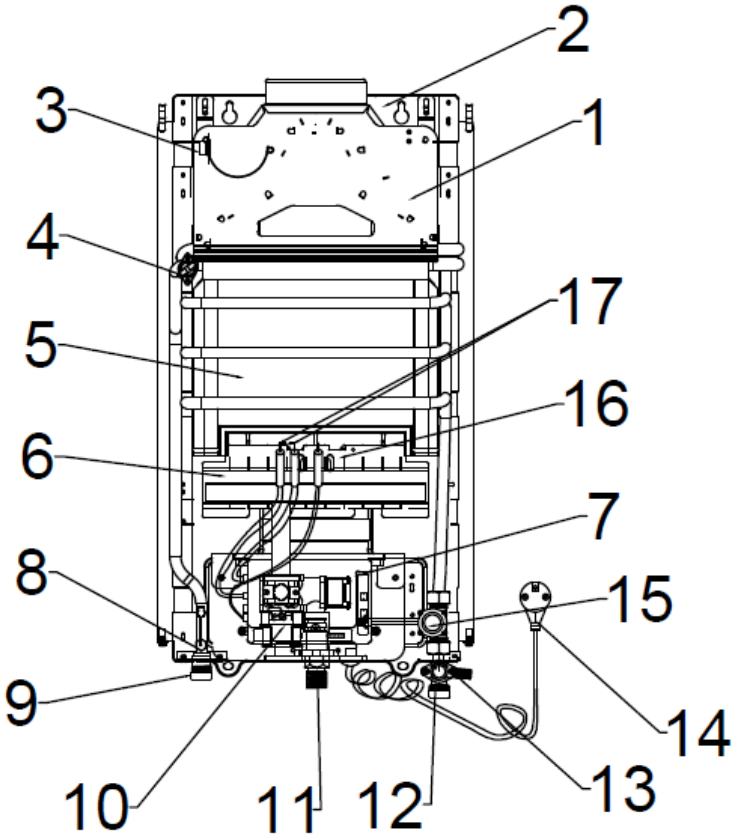

Рисунок 1
ГПВН настенного типа имеет прямоугольную форму, образуемую съёмной облицовкой, установленной на каркасе (**Рис. 1, 2**).
Составные части изделия, поясняющие принцип устройства ГПВН и требующие технического обслуживания во время эксплуатации, показаны на **Рис. 1**.
Основные узлы ГПВН, (Рис.1):
- открыть запорный вентиль горячей воды. Открыть кран горячей воды. Во время протока воды должен произойти искровой разряд между электродами электронного розжига и горелкой (см. **Рис.1**).